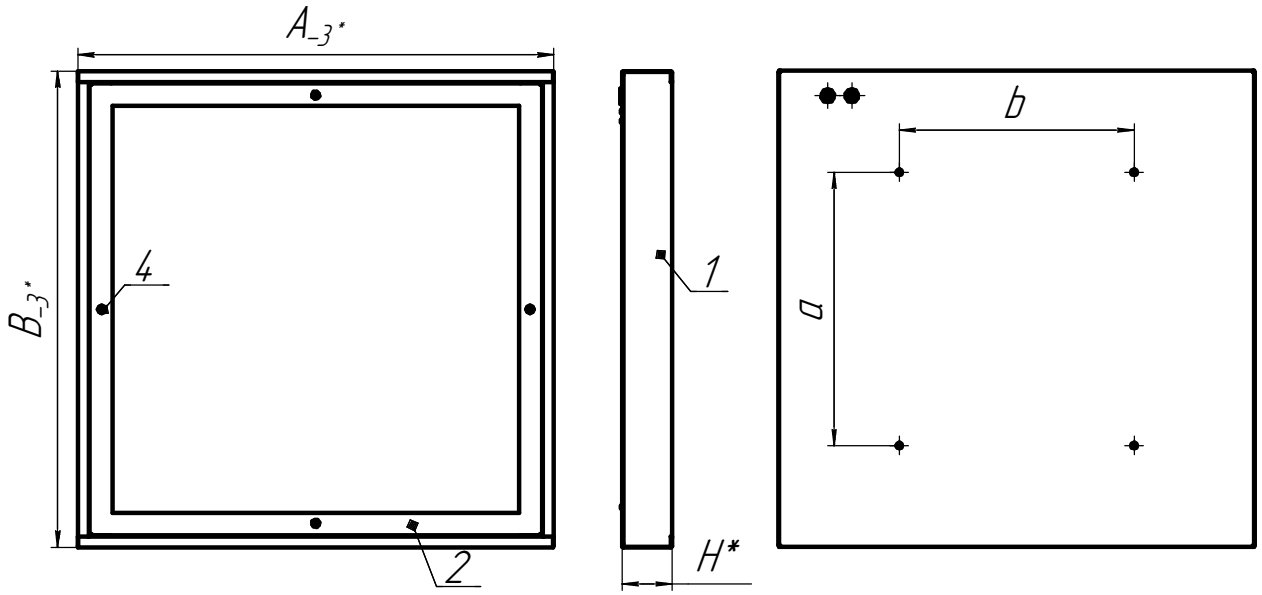

Рисунок 1 - Светильник ДПО15
6.3 Снимите обечайку (поз.2) рисунок 1, предварительно открутив 4 винта (поз.4).
6.8 Установите обечайку в сборе (поз.2) рисунок 1, на корпус в сборе (поз.1), предварительно закрутив 4 винта при помощи отвертки (поз.4).